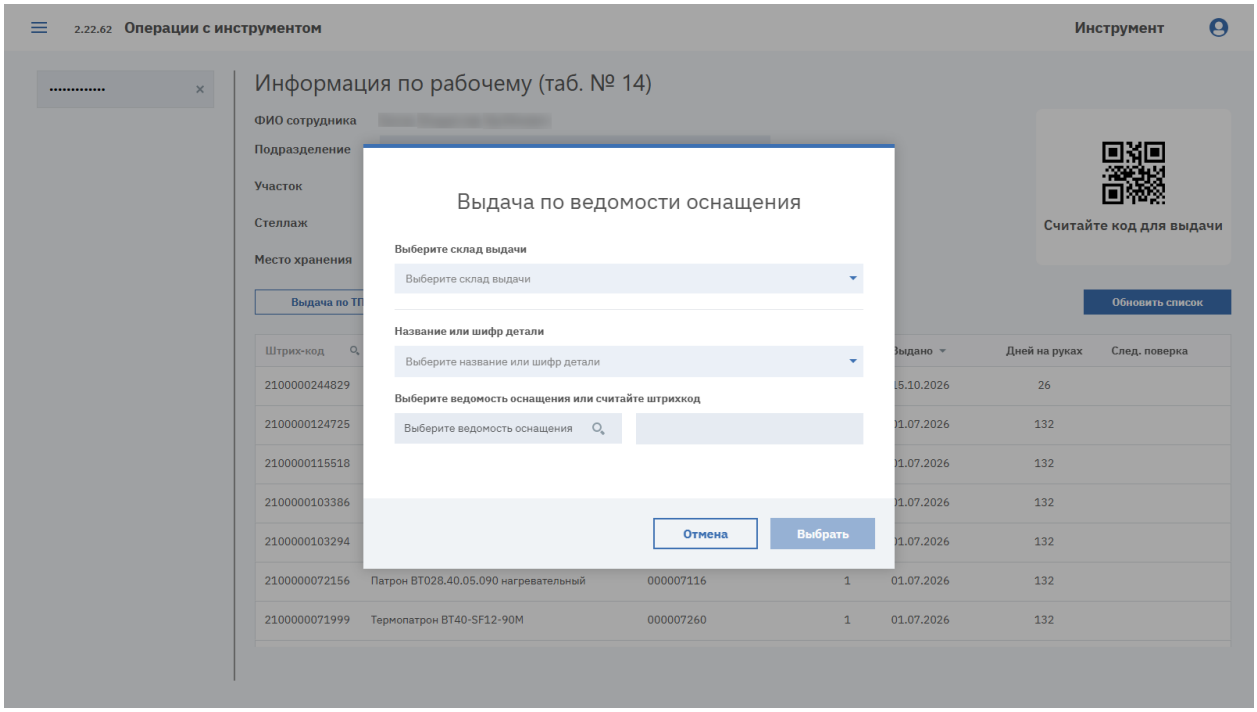

Рисунок 151. Окно «Выдача по ведомости оснащения»
1. На экране «Информация по рабочему» нажмите кнопку «Выдача по ТП». Откроется окно «Выдача по ведомости оснащения» (см. Рисунок 151).